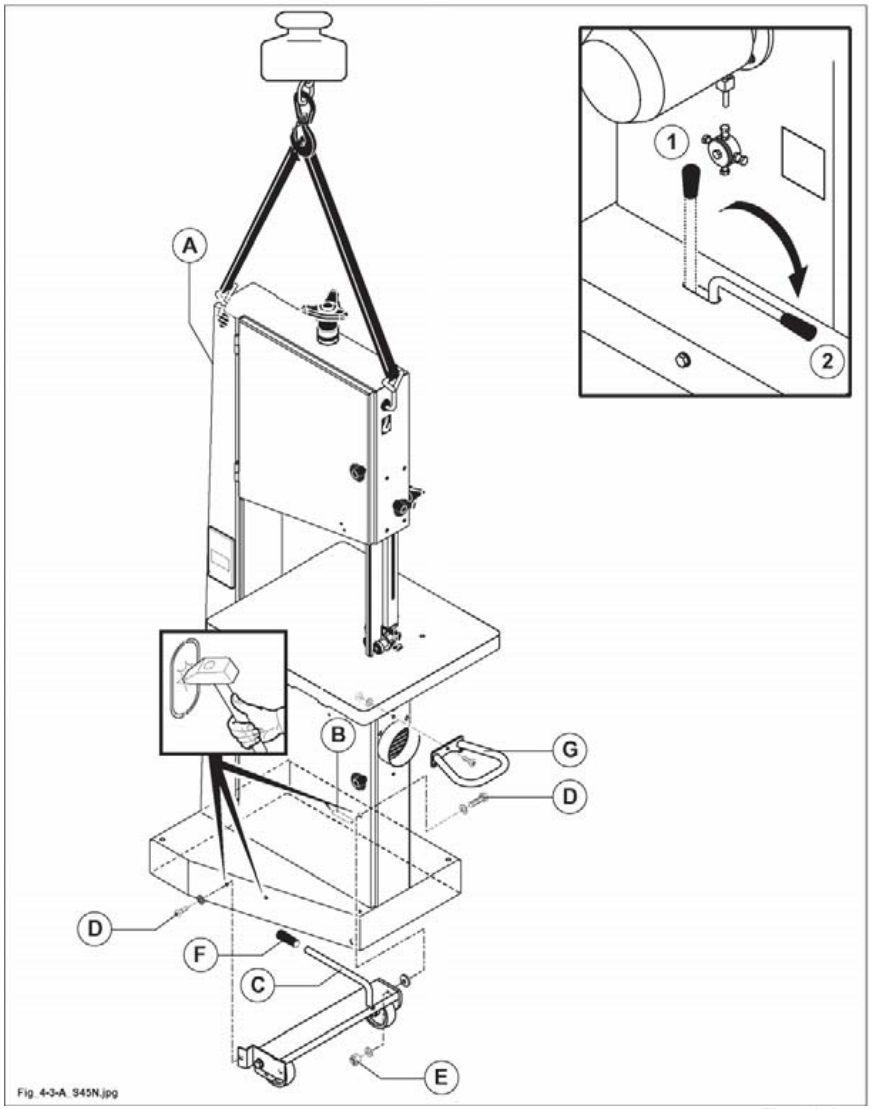

Fig. 4.3-A
To install the wheels, lift the machine or tip it on one side (A fig. 4.3-A).
- insert the lever (C fig. 4.3-A) in the slot (B fig. 4.3-A);
- tighten the screws (D fig. 4.3-A);
- tighten the nut (E fig. 4.3-A), leaving the wheel unit a slight amount of play;
- fit the plug (F fig. 4.3-A) and the lever (G fig. 4.3-A).
To activate the wheels, move the lever (C fig. 4.3-A) from position "1" to position "2" as illustrated.